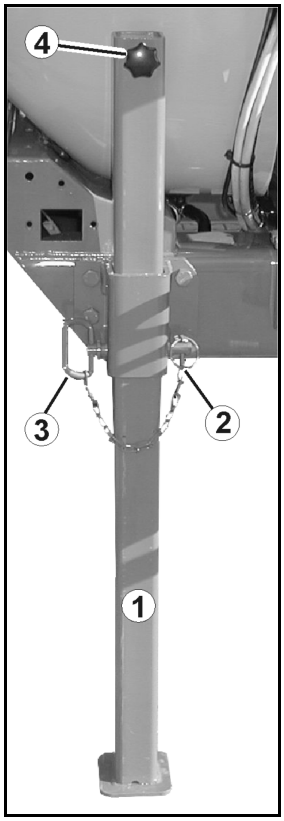

Rys. 41
Wspornik postojowy z korbą (Rys. 41/1):
1. Wyjąć składaną zawleczkę (Rys. 41/2).
2. Wyjąć sworzeń (Rys. 41/3).
3. Przy pomocy uchwytu (Rys. 41/4) podnieść / opuścić wspornik.
5. Wspornik postojowy należy za pomocą korby (Rys. 41/5)